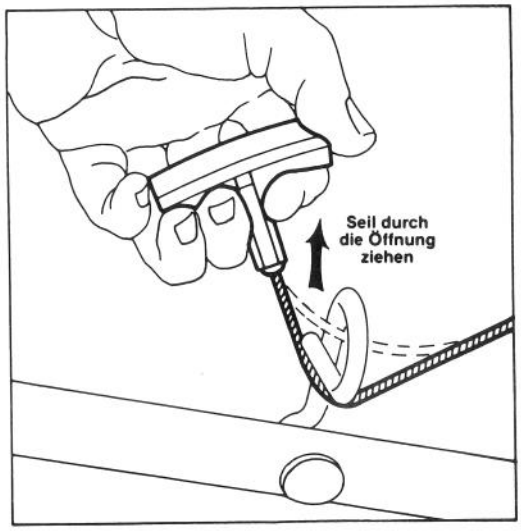
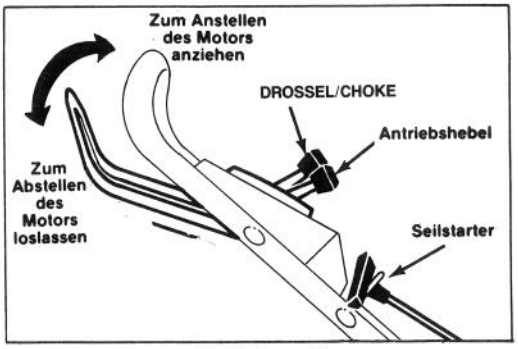

Abbildung 3
Abbildung 7
3. STARTSEIL (Abb.3) — Startseil durch die Öffnung in der Seilführung ziehen. Durch Andrücken des Kontrollhebels (Abb. 7) an die Schiebestange wird die Messerbremse freigegeben und ermöglicht, daß das Seil leicht zur Seilführung gezogen werden kann.
1. BEDIENUNGSELEMENTE (Abb. 7) – Gashebel, Drossel/Choke, Messerkontrollhebel und Seilstarter befinden sich am oberen Griff.
2. ANSTELLEN DES MOTORS (Abb. 7) — Kabel auf die Zündkerze stecken. Antriebshebel auf AUS und Gashebel auf CHOKE stellen. Den Daumen auf das Loch in der Mitte des Tupfers setzen und ein Mal drücken. Messerkontrollhebel anziehen. Seilstarter ziehen bis ein positives Ineinandergreifen erfolgt; danach kräftig ziehen bis der Motor anspringt. Das Gas entsprechend regulieren.
3. SELBSTANTRIEB (Abb. 7) — Antriebshebel auf EIN stellen. Die Vorderräder werden jetzt den Mäher antreiben. Bei Wendungen und Kurven drücken Sie den Griff
4. ABSTELLEN DES MOTORS (Abb. 7) — Kontrollhebel loslassen, um den Motor und das Messer abzustellen. Kabel aus der Zündkerze herausziehen, wenn der Mäher nicht beaufsichtigt oder benutzt wird.